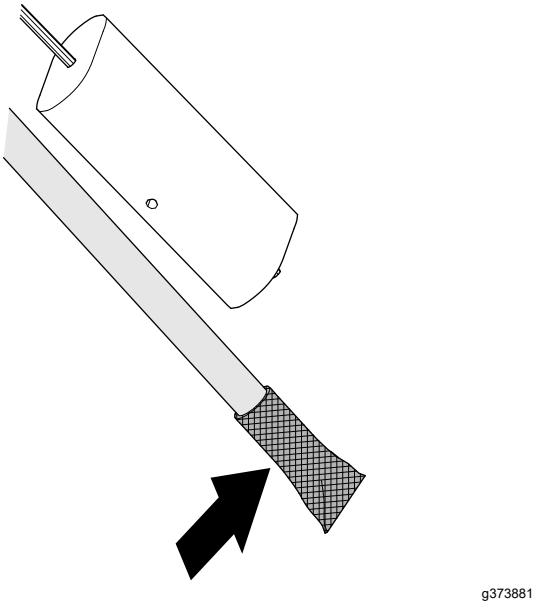

Figur 91
1. Rengör panelen i änden av bränsleupptagningsröret (Figur 91).